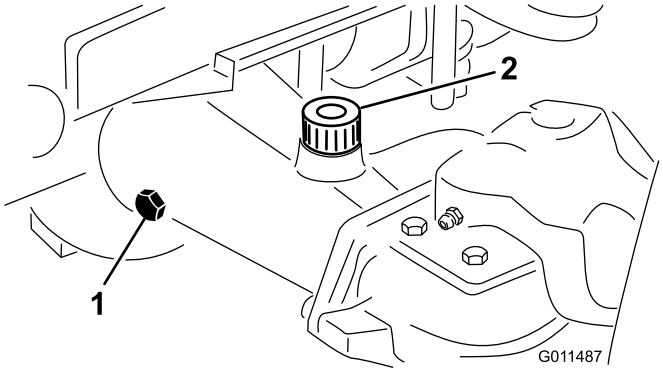

図 60
2. アクスルの一方の端部から点検用プラグを抜き、穴の高さまで潤滑油があることを確認する図 60。